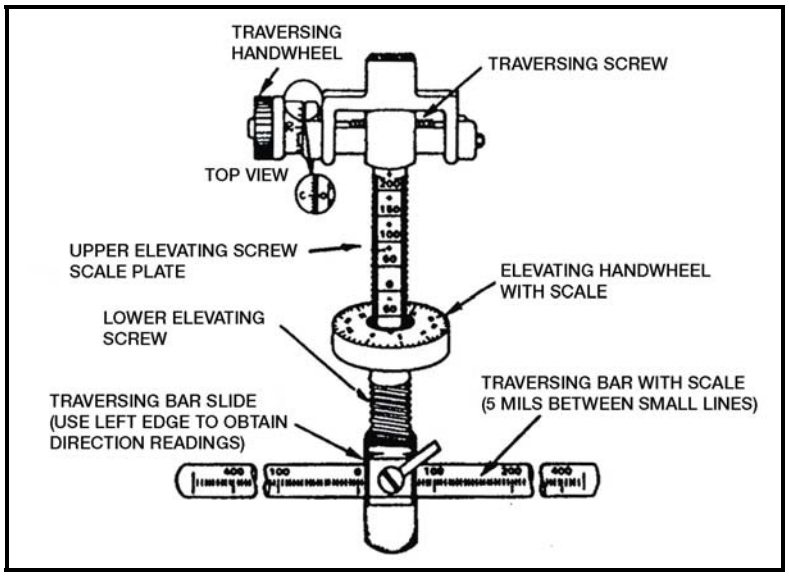

Figure 071-000-0005-4. Traversing and elevating mechanism.
(figure 071-000-0005-2 DATA SECTION, Item No.1) **(a)** Sketch in the limits of the assigned primary sector of fire, whose angle should not exceed 875 mils (the maximum traverse of a tripod-mounted machine gun). **(b)** Sketch in the symbol for a light automatic weapon (A, figure 071-000-0005-1). Orient the symbol toward the most dangerous target in the sector. Get this information from the platoon leader. **f.** Label the targets in the primary sector in their order of priority. Label the FPL or PDF with the number "1" (figures 071-000-0005-2 and 071-000-0005-3). **g.** Sketch in the secondary sector of fire (E, figure 071-000-0005-1). **(1)** Label the range (in meters) from the gun to each target in the secondary sector. **(2)** Sketch in aiming and elevation stakes between the gun position and the target as shown in figures 071-000-0005-2 and 071-000-0005-3. **5.** Using the T&E mechanism, determine the direction, elevation, and range to each target. Write this information in the DATA SECTION of the range card, as follows (figures 071-000-0005-2 and 071-000-0005-3): **a.** Center the traversing handwheel on the center mark. **b.** If assigning an FPL, lay the gun for direction. For this step, you will not write anything on the range card. **(1)** Lock the traversing slide on the extreme left or right side of the bar, depending on which side of the primary sector the FPL is on. **(2)** Align the barrel on the FPL by moving the tripod legs.
(1) Lay the gun on the base of the target.
(2) Read the direction on the traversing bar at the left edge of the traversing bar slide (figure 071-000-0005-4).
(3) Determine by the direction of the barrel whether the reading is right or left.
(1) Lay the gun on the base of the target by rotating the elevating handwheel (figure 071-000-0005-4).
(2) Read the number (including a "+" or "-" sign, unless the number